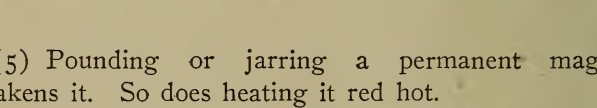

Fig. 74. The result of Breaking a Magnet is Several Short Magnets.
(5) Pounding or jarring a permanent magnet weakens it. So does heating it red hot.
(6) If a magnet is broken, each piece is a perfect magnet with two poles. No matter into how many pieces you break a magnet, each is still a magnet. See Fig. 74.
(7) If a thick piece of steel is magnetized and then laid in nitric acid for some time, when the outer surface has been eaten off, a test for magnetism will show that the bar has lost almost all its polarity. Magnetism is evidently only skin deep.
(8) Four bars $6 \times 1 \times \frac{1}{4}$ inches magnetized and